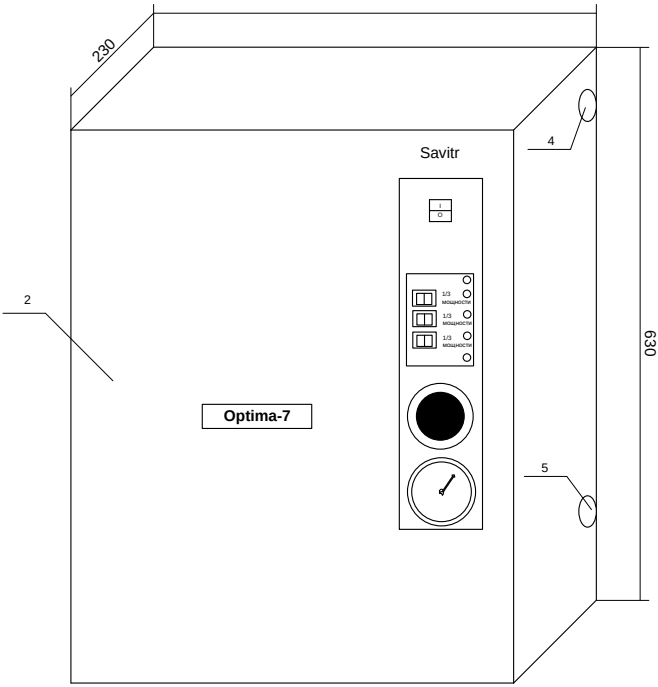

Рисунок 2. Общий вид водонагревателя «Optima Plus»
6.1. Для подготовки водонагревателя электрического серии «Optima Plus»/«Standart Plus» к работе, необходимо подсоединить его к отопительной системе, закрепив его на стене таким образом, чтобы в случае срабатывания клапана безопасности (поз.17 рис.2) теплоноситель мог свободно стекать вниз.
Для электрического питания котла необходимо подключить три фазы к контактам пускателя (поз.10 рис.2), соответственно к клеммам A, B, C и нейтраль к клемме N.
Рекомендуется силовые кабели и кабели управления прокладывать раздельно, для этого в корпусе предусмотрены раздельные кабельные вводы (поз 4 и 5 рис. 2).
6.9. Заземлите водонагреватель. Контакт заземления (поз.11 рис.2), соедините медным гибким проводом, сечением не менее 2,5 мм² с заземляющей магистралью. Последовательное включение в заземляющую магистраль запрещается!